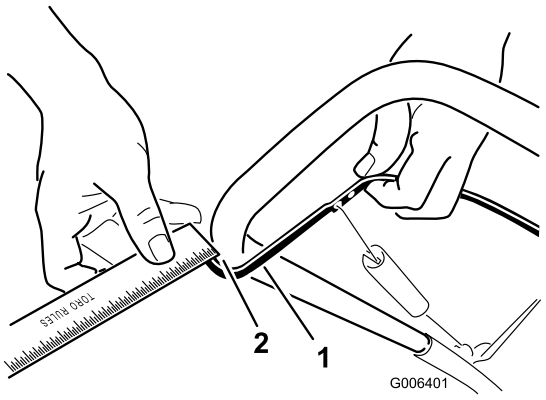

Рисунок 25
Переместите планку управления назад к рукоятке для устранения провисания тросика управления (Рисунок 25).
Примечание: Обеспечьте зазор от 2 мм до 3 мм между планкой управления и рукояткой (Рисунок 25).
2. Передвиньте Z-образный фитинг к верхнему или нижнему отверстию в регулировочном звене для того, чтобы обеспечить зазор между планкой управления и рукояткой, находящийся в пределах от 2 мм до 3 мм (Рисунок 25).